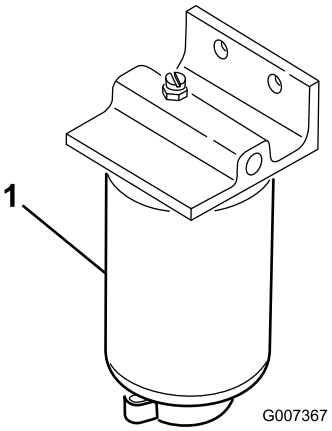

Figuur 51
Verwijder dagelijks het water of ander vuil uit de waterafscheider (Figuur 51). Vervang de filterbus om de 400 bedrijfsuren.
2. Draai de aftapplug onder de filterbus los (Figuur 51).